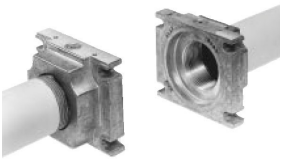

Рис. 8
3. Установить Мультиблок между резьбовыми фланцами (Рис. 8)